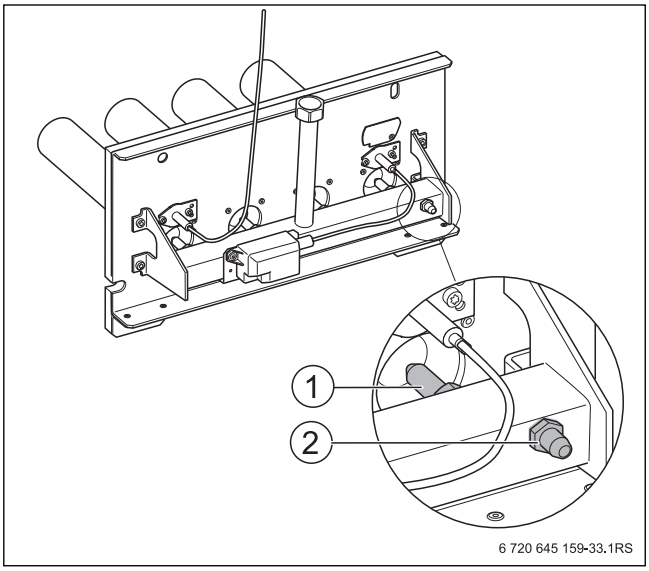

Рис. 52 Замена газовых форсунок
- Замените установленные форсунки (→ рис. 52, [1]) на форсунки для нового вида газа. При этом нужно установить новые уплотнения.
- Отверните на два оборота запорный винт измерительного ниппеля (→ рис. 52, [2]) на газораспределительной гребёнке и подсоедините измерительный шланг U-образного манометра.